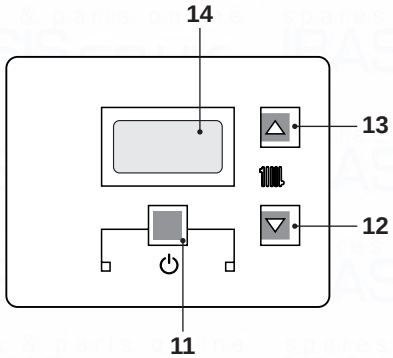
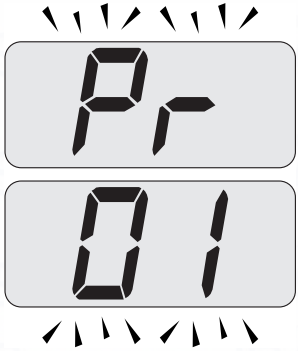
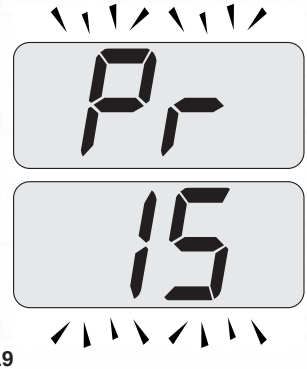

Fig. 7.17
Fig. 7.18
Fig. 7.19
- Enter in "programming mode" by pressing keys 11 - 12 - 13 (Fig. 7.17) for 10 seconds at the same time until the letters **Pr** that alternate with code 01 are displayed on the LCD display, indicating that "parameter **01**, has been activated (Fig. 7.18).
- Scroll the various parameters using keys 12 or 13 until the letters **Pr** that alternate with code **15** are displayed on the LCD display, indicating that "parameter 15" (Fig. 7.19) has been activated.
- Press keys 11 and 13 (Fig. 7.17) at the same time until the value of parameter 15 (Fig. 7.20) is displayed on the LCD display.
- By pressing key 11 (Fig. 7.17) confirmation of the inserted value is obtained.
- Press keys 11 and 12 (Fig. 7.17) at the same time to exit without changing the value (return to the parameters list Fig. 7.19).
- Press keys 11 - 12 - 13 (Fig. 7.17) at the same time for 10 seconds to exit the "programming mode.
However, if the ambient temperature is not comfortable, the flow temperature of the heating plant can be increased or reduced by ± 15°C by acting on keys 12 (reduce) and 13 (increase) (Fig. 7.17).